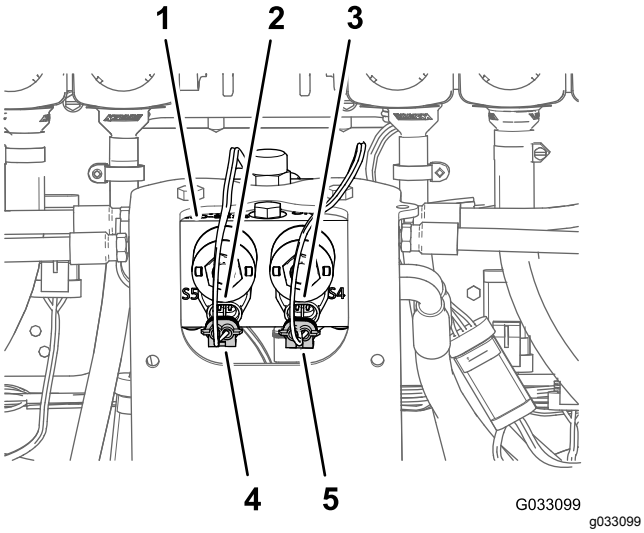

**Figur 176**
1. Tilkobl konnektoren med 2 ben på den soniske boms ledningsnet fra højre cylinderaktiveringssolenoides konnektor med 2 ben på løftecylindermanifolden (Figur 176).
2. Tilkobl konnektoren med 2 ben på den soniske boms ledningsnet til venstre cylinderaktiveringssolenoides konnektor med 2 ben på løftecylindermanifolden (Figur 176).